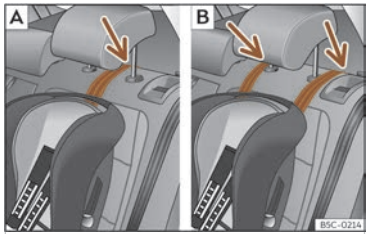
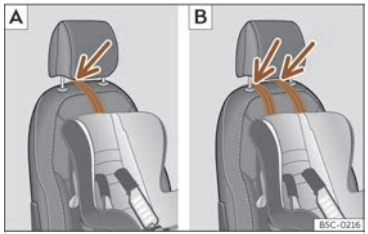

Fig. 44 Seients del darrere: ajust i muntatge en funció del cinturó Top Tether.
Fig. 45 Seient de l'acompanyant: ajust i muntatge en funció del cinturó Top Tether.
- Col·loqueu la corretja per sota del reposacaps (en funció de les instruccions de la cadira, aixequeu o retireu el reposacaps si és necessari) ››› **fig. 44** , ››› **fig. 45**.